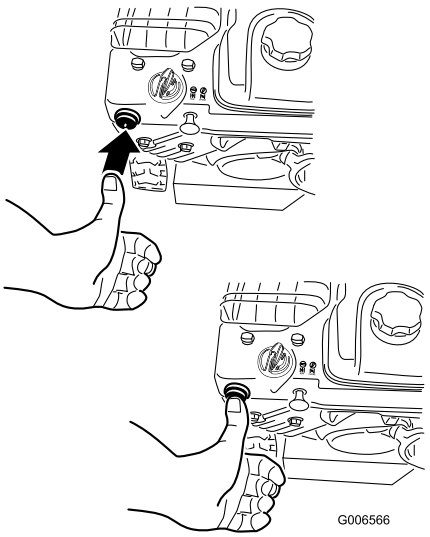

Figur 21
-9° C), idet du hver gang trykker et sekund, før du slipper (Figur 21).